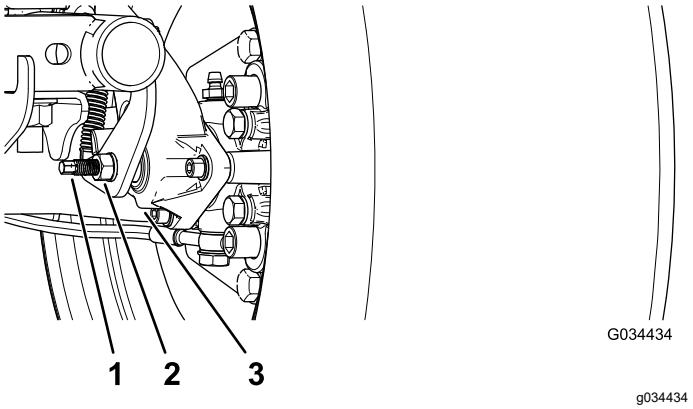

Figuur 63
3. Gebruik 2 sleutels en houd met de ene de afstelstang van de klauw vast terwijl u met de andere sleutel de contramoer een kwartslag losdraait (Figuur 63).
4. Hou de afstelstang en de contramoer vast en draai de afstelstang in om deze te bevestigen (Figuur 63).
5. Hou de afstelstang en de contramoer vast en draai een kwartslag los (Figuur 63).
6. Hou de afstelstang en de contramoer vast en draai de contramoer aan (Figuur 63).